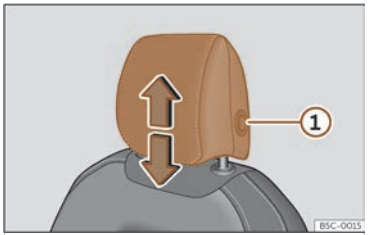
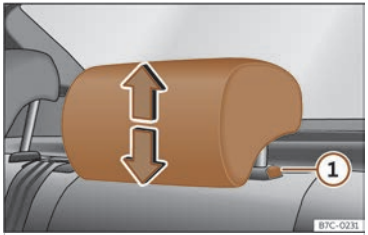

Fig. 100 Front seat: adjusting the headrest.
Fig. 101 Rear headrest: adjusting the headrest.
- Grab the sides of the headrests with both hands and push upwards to the desired position. To lower it, repeat the same action, pressing the button on the side ① ››› **Fig. 100** , ››› **Fig. 101**.